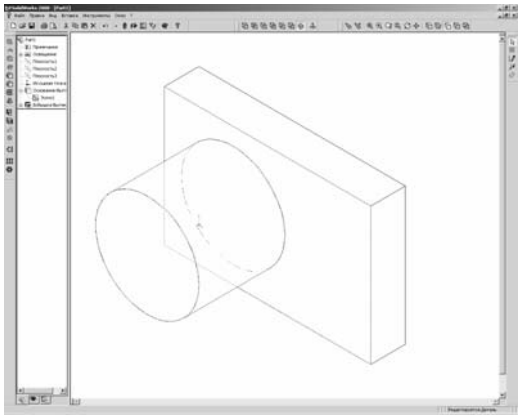

Рисунок 4.4 - Вытянутый элемент
8. В диалоговом окне *Вытянуть элемент* установите *Глубину* вытяжки равную 25 мм, а для других элементов оставьте параметры по умолчанию и нажмите ОК для вытяжки элемента бобышки. Обратите внимание на то, что в дереве конструирования FeatureManager появится *Boss-Extrudel (Бобышка-Вытянуть1)* (рис. 4.4).